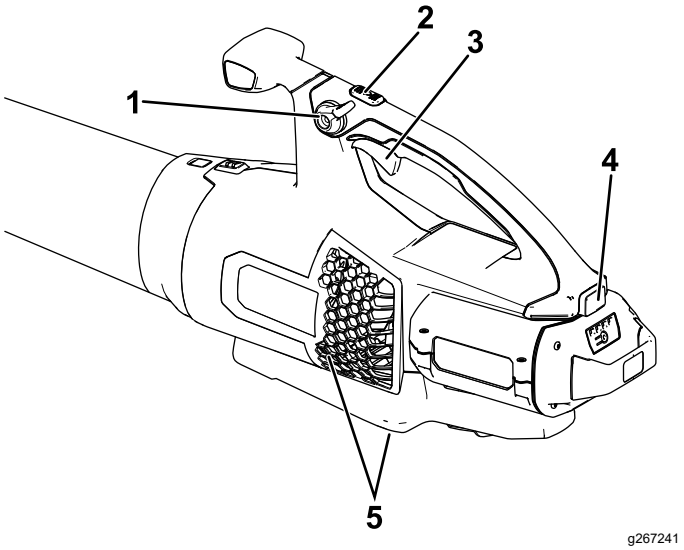

**Figure 7**
4. Pour mettre le souffleur en marche, serrez la gâchette de vitesse variable (Figure 7).
**Remarque:** Enclenchez le blocage de vitesse pour garder la machine en marche sans avoir à appuyer sur la gâchette de vitesse variable (Figure 7).
Pour obtenir des performances optimales (débit d'air), maintenez le bouton Turbo Boost enfoncé pendant la durée souhaitée (Figure 7).
Pour régler le débit du souffleur en marche, serrez la gâchette de vitesse variable (Figure 7).
Pour maintenir le débit d'air actuel, engagez le blocage de vitesse (Figure 7).
Pour arrêter le souffleur, déverrouillez le blocage de vitesse (le cas échéant) et relâchez la gâchette de vitesse variable (Figure 7).